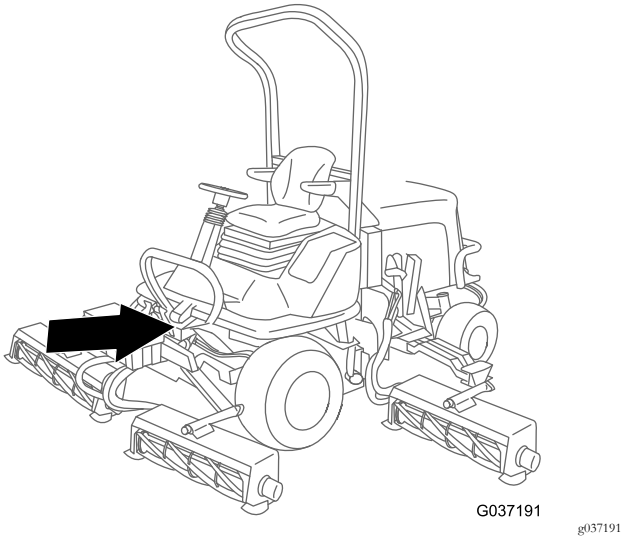

Figura 21
3. Dirija el ramal del arnés con el terminal de anillo al claxon en la parte delantera de la máquina, debajo de la plataforma del asiento (Figura 21).